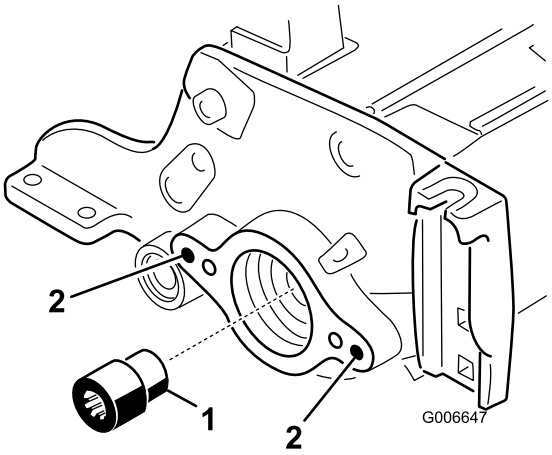

Figura 7
12. Utilizzando l'utensile per l'albero di trasmissione del cilindro, togliete l'inserto scanalato dal lato motore del cilindro dell'albero del cilindro (Figura 7). Utilizzate l'utensile per l'albero albero di trasmissione cilindro, Pezzo n° TOR4074. Togliete tutto il grasso dal foro filettato in cui si trovava l'inserto scanalato.
13. Montate il nuovo inserto scanalato (più lungo) sull'albero del cilindro (Figura 7). Prima di montare l'inserto, spalmate del Loctite blu sui filetti. Serrate a 115-129 N·m.
15. Usate la punta da 3/8-16 per togliere la vernice dai fori di fissaggio esterni delle piastre sinistra e destra (Figura 7).